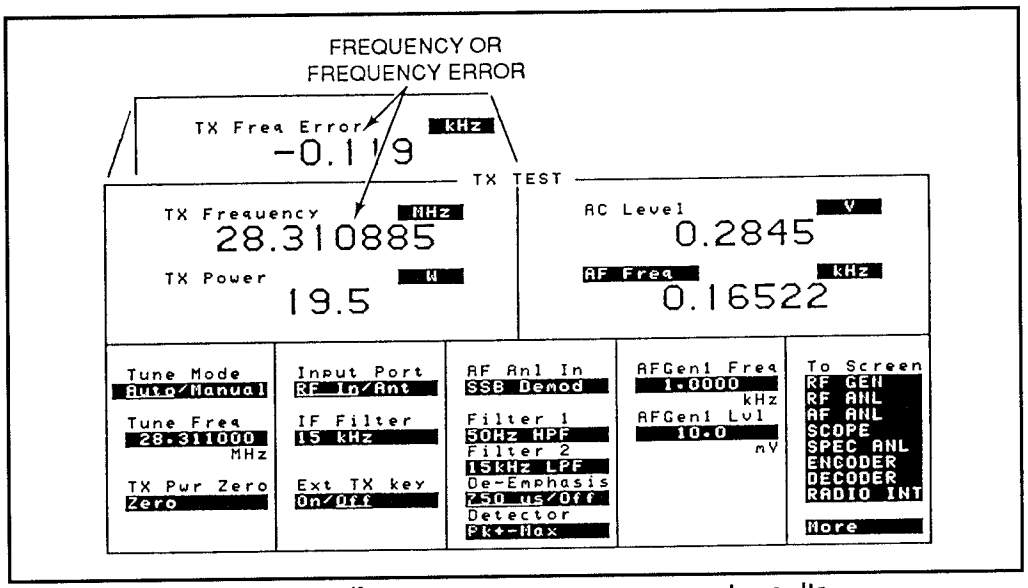

Figure 24: SSB frequency/frequency error measurement results
2. On the HP 8920A, press the PRESET key (5), and press the TX key (2). Set **AF Anl In** to SSB Demod (see Figure 24).
5. Using the knob (3) and data entry keys (4), set **AF Gen1 Lvl** until a measureable RF signal is displayed (typically > 5 to 10 mV).
6. Frequency or frequency error is displayed as shown in Figure 24. Record displayed **TX Frequency** or **TX Freq Error**; record current **AF Gen1 Freq**.